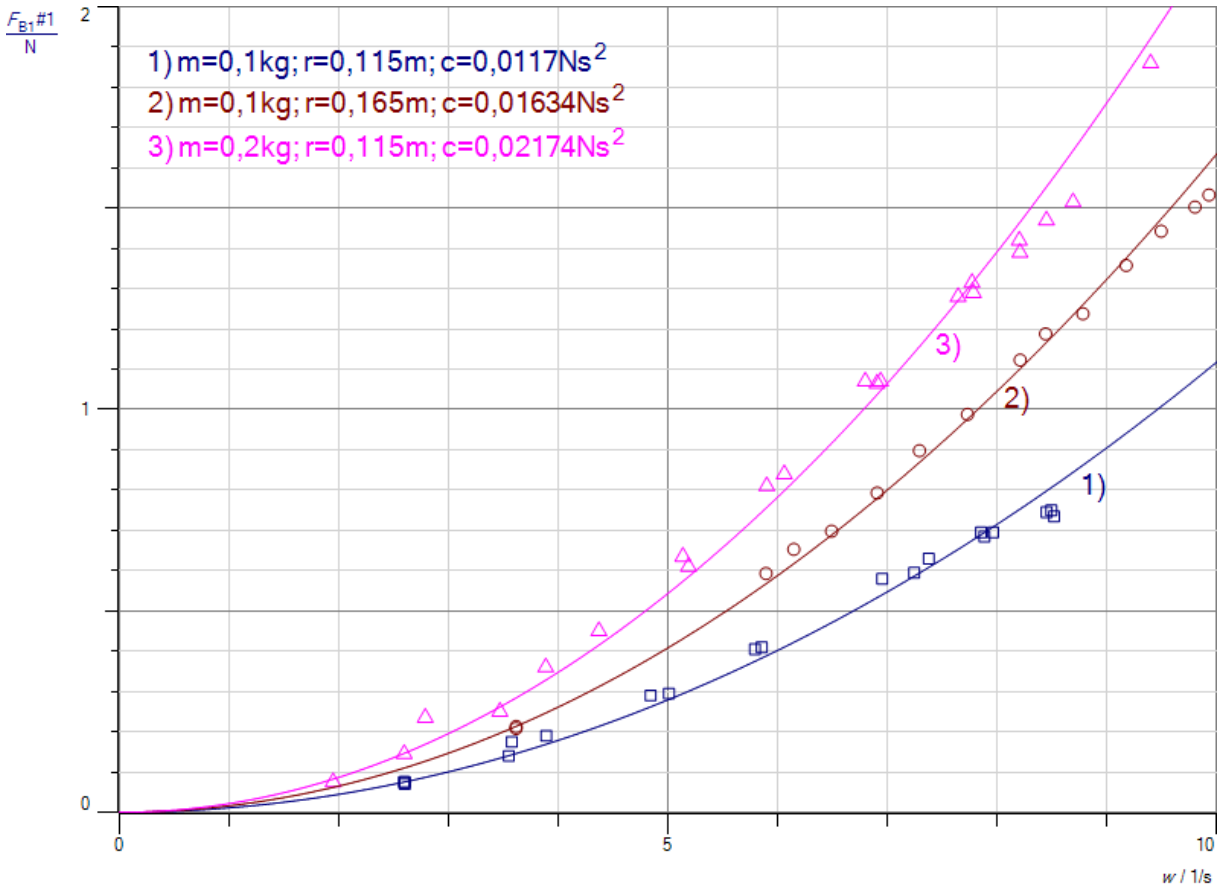

Abb.1: Zentripetalkraft in Abhängigkeit von ω, m und r.
a) Auf einen Elektromotor wird ein Dreharm montiert. Auf ihm befindet sich ein Wagen. Der Wagen ist über eine Rolle, ein Seil und ein Kugelgelenk mit dem elektronischen Kraftmesser verbunden, damit er sich bei der Rotation nicht verdrillt. Der Kraftmesser wird so an einer rechtwinkligen Stativstange aufgehängt, dass man seine Höhe verstellen kann. Auf diese Weise kann man den Radius r der Kreisbewegung verändern. Die Umlaufdauer T ermittelt man mit einer Lichtschranke. Sie wird durch einen Stift unterbrochen, der sich am vorderen Ende des Dreharms befindet. Beim ersten Durchlauf startet die Uhr und stoppt beim zweiten Durchgang. Man erhält so die Umlaufdauer T und damit die Winkelgeschwindigkeit ω nach der Formel ω = 2π/T. Sie kann direkt von cassy berechnet werden, wenn man die Formel programmiert. Den Radius kann man an einer Skala auf dem Dreharm ablesen und die Masse des Wagens mit einer Waage überprüfen. Die Kraft wird ebenfalls von cassy aufgezeichnet. Man erhöht langsam die Drehgeschwindigkeit und erhält so die Kurven in Abb. 1 für verschiedene Radien und Massen.